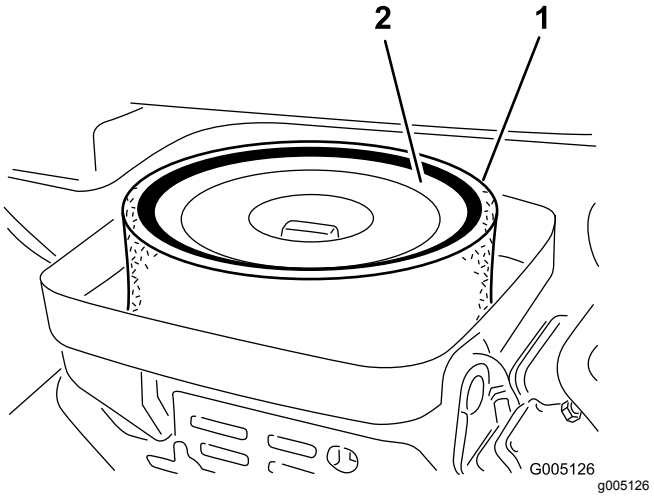

Figur 45
3. Hvis skumindsatsen er snavset, skal det fjernes fra papirindsatsen (Figur 45). Rengør det grundigt som følger: